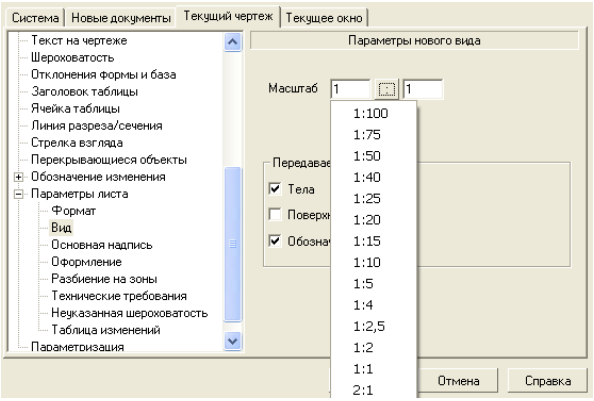

Рисунок 8.16 – Диалоговое окно Параметры с открытой вкладкой Текущий чертеж и панелью Параметры нового вида
– щелкните в дереве элементов чертежа по пункту *Параметры листа*, если он не раскрыт, а затем – по пункту *Вид*. В правой части появится панель *Параметры нового вида*, показанная на рисунок 8.16.